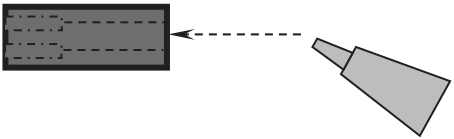

Рисунок 7
5.4. Взять в руки соединительную силиконовую заделку V* и заполнить ее силиконовым клеем-герметиком (рисунок 7).